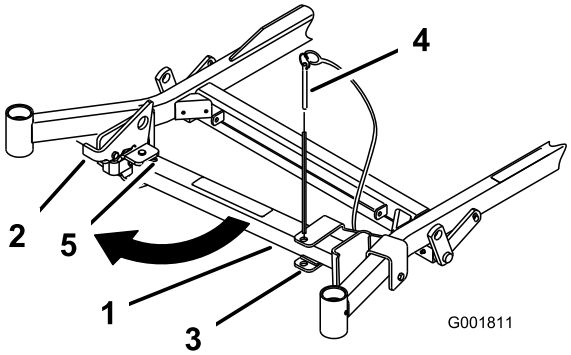
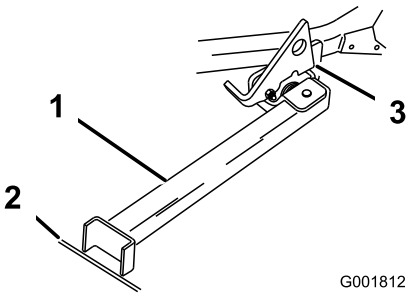

Figur 26
Figur 27
2. Ta bort fästpinnen (Figur 26).
3. Höj spärrhaken. För stativets fot utåt och skjut stativet mot maskinen, in i spårets botten (Figur 26 och Figur 27).
4. Sätt stativets fot på marken och låt spärrhaken vila på den vridbara fliken (Figur 27).
Obs: För bästa resultat ska du sätta stativfoten i fåror på underlaget eller sticka ned den i gräsmattan (Figur 27).
6. Kör upp på stativet. Stanna när spärrhaken faller ned över fliken i det låsta läget (Figur 27). När maskinen står på stativet lägger du i parkeringsbromsen och stänger av motorn.
5. Återställ stativet till viloläget (Figur 26).